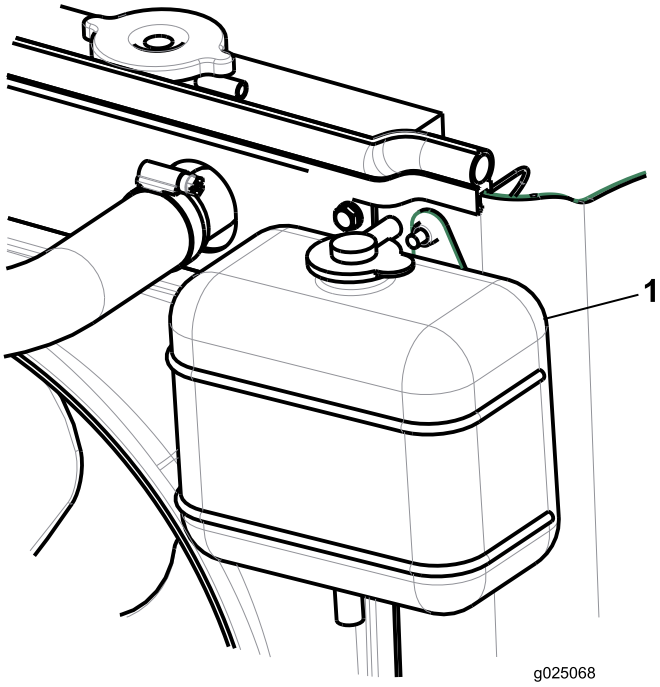

Figur 28
2. Kontroller kjølemiddelnivået i ekspansjonstanken (Figur 28).